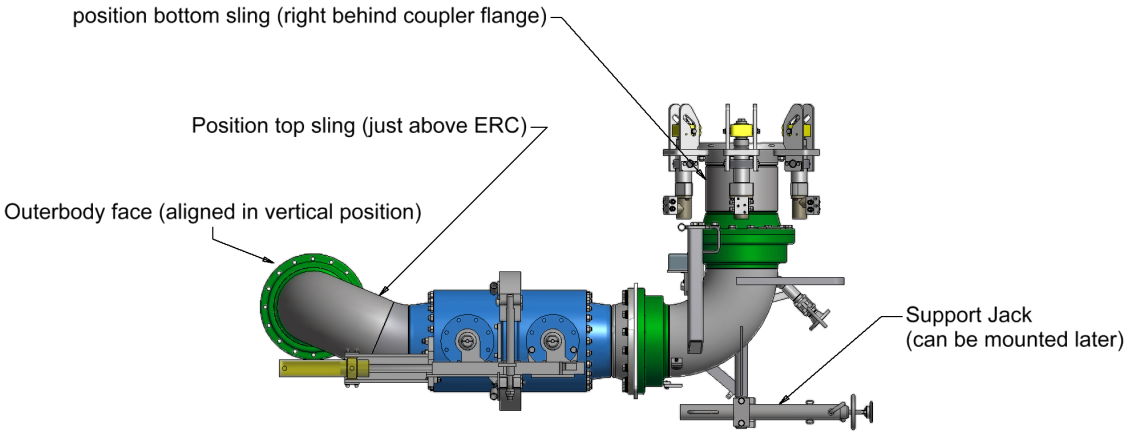

Figure 1
- Unpack Triple Assembly and position it as shown in figure 1 (a crane is required due to the weight of the Triple Assembly).